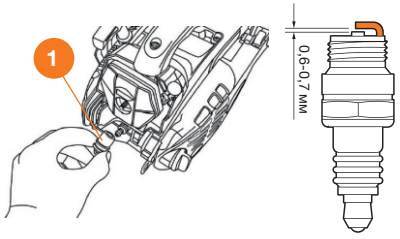

Рис. 17
- Измерьте зазор между электродами свечи при помощи плоского щупа. При необходимости откорректируйте зазор, осторожно подгибая боковой электрод. Зазор должен быть 0,6-0,7 мм (Рис. 17).